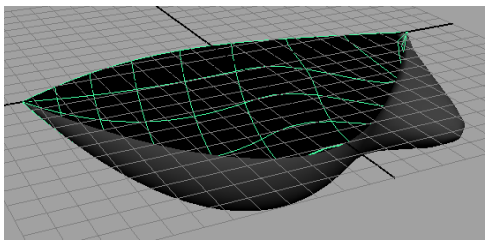

Figure 4-60 *The duplicate surface created*
Next, choose the **Duplicate Special** button; a copy of the selected surface is created in the persp viewport, refer to Figure 4-60.
12. Make sure the copy of the surface is selected. Next, choose **Curves > Reverse Direction** from the menubar; the curve direction of the selected surface is reversed, as shown in Figure 4-60.